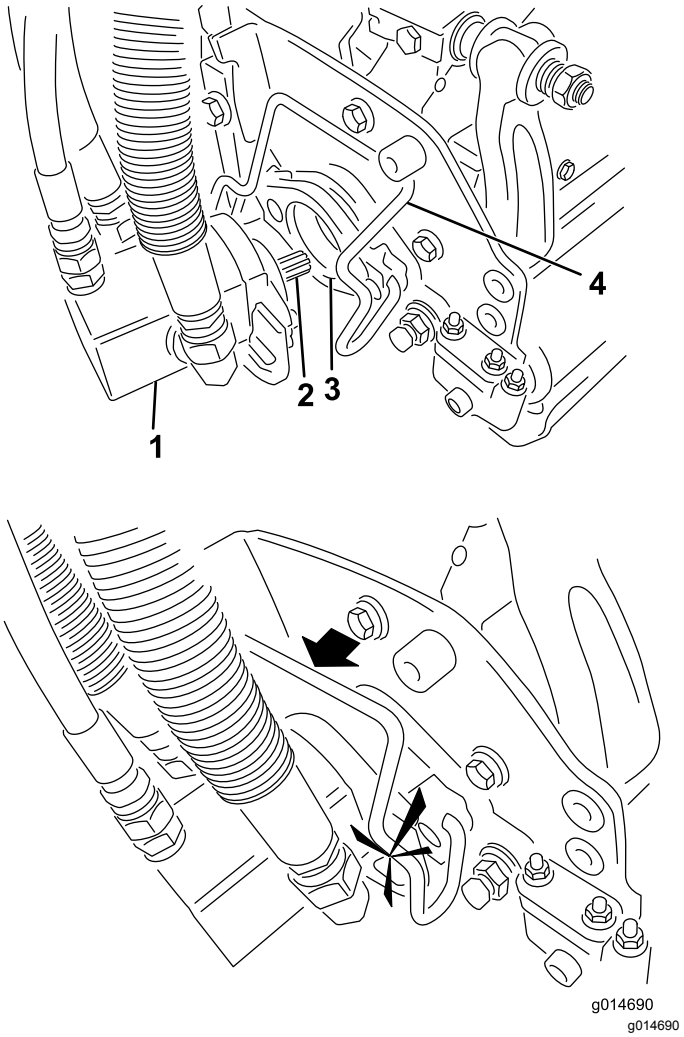

**Figur 45**
5. Kom rent smørefedt på notakslen på klippeenhedens motor (Figur 45).
6. Sæt motoren ind i klippeenhedens venstre side (set fra førersædet), og træk motorens holdestang på klippeenheden i motorens retning, indtil du hører et klik fra begge sider af motoren (Figur 45).